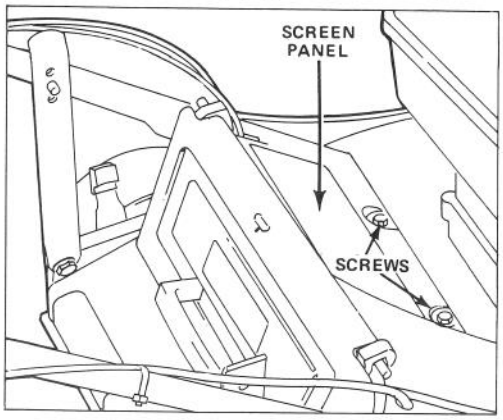

Figure 23
2. Remove (2) screws securing screen panel to top of mower housing (Fig. 23). Remove panel.
5. Remove screen panel and access cover on mower housing and clean around gear box and blade brake mechanism (Fig. 23 & 28).